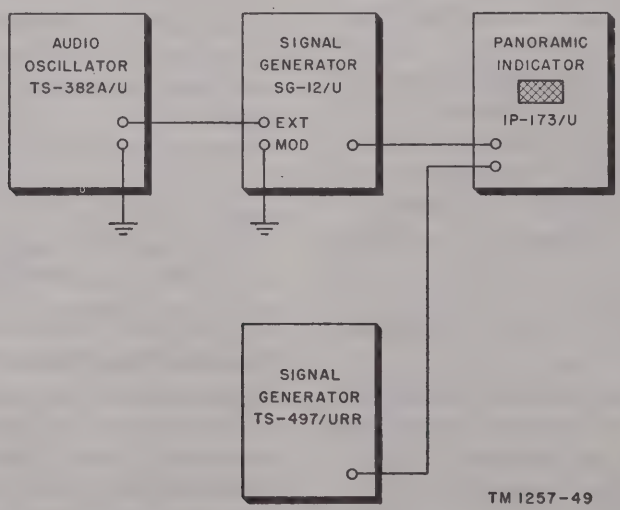

Figure 44. Deviation accuracy test set-up.
(1) Set up equipment as indicated in the block diagram (fig. 44).
(2) Set SG–12/U to the desired band and r-f frequency.
(3) Set the TS–497/URR to an unmodulated frequency 5 mc below that of (2) above.
(4) Adjust the centering and amplitude of the pip on the IP–173/U scope by varying the frequency and signal output of the TS–497/URR, respectively.
(5) Set the SG–12/U OPERATION switch to the EXT MOD position, the DEVIATION RANGE switch to 25, and the DEVIATION LEVEL fully clockwise.
(6) Set the TS–382A/U, by means of the SG–42/URM–18 and Lissajous patterns, to 6,250 cps.
(7) Adjust the output of the TS–382A/U for full-scale deviation indication on the KILOCYCLES DEVIATION meter on the SG–12/U.
(8) Turn the DEVIATION LEVEL control fully counterclockwise; then turn it clockwise slowly until the carrier pip on the IP–173/U disappears completely (indicating a carrier null) for the first time. The point at which the pip disappears for the first time corresponds to exactly 15-kc deviation. At this point the KILOCYCLES DEVIATION meter should, if properly calibrated, indicate a 15-kc deviation.